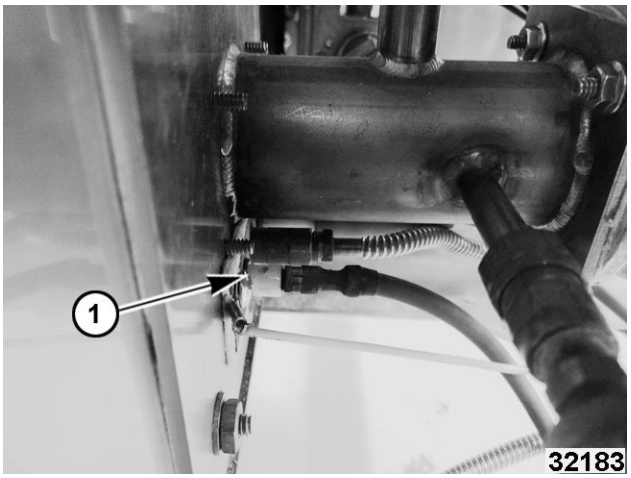

**Fig. 26**
**ADJUSTABLE PILOT (1, Fig. 26) BURNER SHOWN**